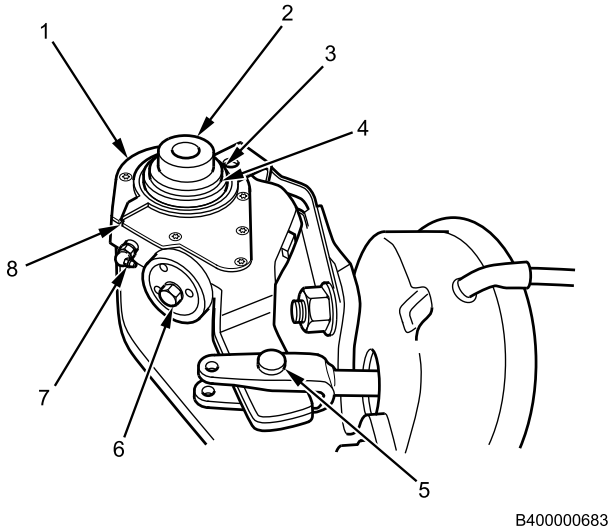

Figure 7. One-Pin Slack Adjuster Installation.
1. Install slack adjuster assembly (Figure 7, Item 1) onto brake S-camshaft (Figure 7, Item 2) and secure with snapring (Figure 7, Item 4).
2. Check end play between brake S-camshaft (Figure 7, Item 2) and slack adjuster assembly (Figure 7, Item 1) with dial indicator. Desired end play is 0.000-0.060 in. (0.00-1.5 mm).
3. If end play is not within specifications, remove snapring and install washers (Figure 7, Item 3) as necessary onto brake S-camshaft (Figure 7, Item 2). Secure slack adjuster assembly (Figure 7, Item 1) with snapring (Figure 7, Item 4). Repeat steps 2 and 3 as necessary.
4. Rotate manual adjusting nut (Figure 7, Item 6) clockwise until clevis pin (Figure 7, Item 5) lines up with slack adjuster clevis pin hole.
5. Install clevis pin (Figure 7, Item 5) and new clip on slack adjuster assembly (Figure 7, Item 1).
6. Align installation indicator (Figure 7, Item 8) with slot.
7. Grease slack adjuster grease fitting (Figure 7, Item 7).